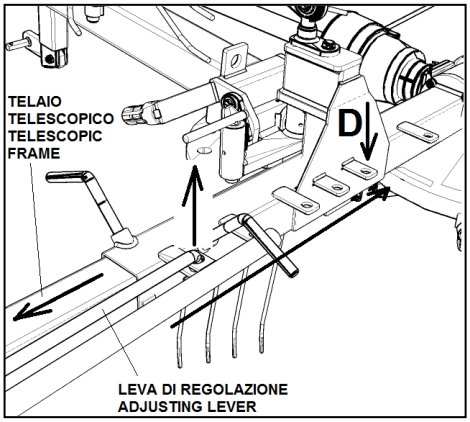

fig.6D
5. **Fig.6D -** Distanziare i due rotori, agendo sulla leva di regolazione e sfilando/inserendo il telaio telescopico fino a quando il terminale della leva può essere inserito nella piastrina **D**.
5. **Fig.6D** - Space out the two rotors, by handling on the adjusting lever and by pulling out/inserting the telescopic frame until the lever terminal can be inserted in the plate **D**.